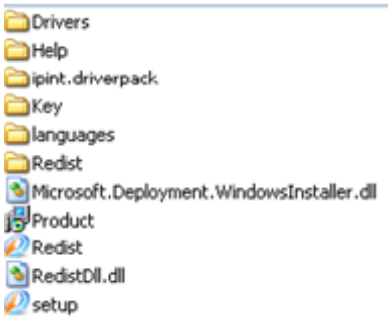

Figure 5.1-26. Contents of INTELLECT installation software
1. Insert INTELLECT installation disk in the CD-ROM drive, its contents will be displayed in a dialog box (Figure 5.1-26).